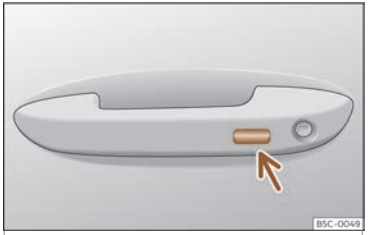

Fig. 90 Asa da porta:superficie sensora.
- **OU BEN** mediante o sistema Keyless Access (só peche): Manteña un dedo durante algúns segundos sobre a superficie sensora de bloqueo››› **fig. 90** (frecha) da asa da porta para que se pechen as xanelas e o teito. Se deixa de tocar a superficie sensora, interrómpese a función de peche.
- Durante uns segundos, manteña un dedo na superficie sensora de bloqueo››› **fig. 90** (frecha) da asa da porta para pechar o teito. Se deixa de tocar a superficie sensora, interrómpese a función de peche.